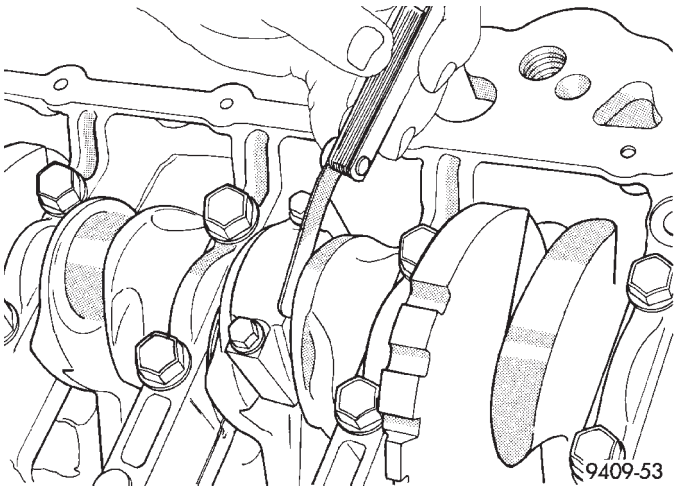

Abb. 8 Axialspiel des Pleuels
(2) Vor dem Einbau der **NEUEN** Schrauben die Gewinde mit sauberem Motorenöl bestreichen.
(3) Jede Schraube handfest eindrehen und danach abwechselnd mit dem vorgeschriebenen Anzugsmoment festziehen.
(4) Die Schrauben mit einem Anzugsmoment von 27 N·m PLUS 1/4 Drehung (20 ft. lbs. PLUS 1/4 Drehung) festziehen. **Beim letzten Arbeitsschritt keinen Drehmomentschlüssel verwenden.**
(5) Axialspiel des Pleuels mit einer Fühlerlehre prüfen (Abb. 8). Näheres zu den Sollwerten der Pleuel siehe “Sollwerte/Motor” in diesem Abschnitt.